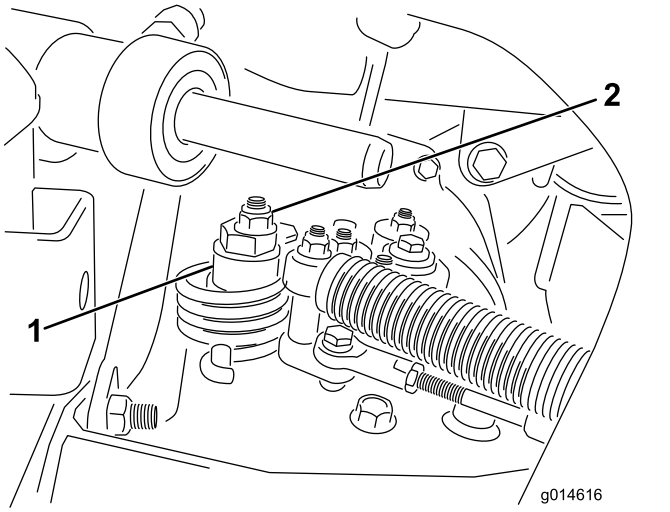

Figure 38
A. Desserrez l'écrou de fixation de l'excentrique en haut de l'hydrostat (Figure 38).
C. Tournez l'excentrique jusqu'à ce que la roue ne tourne plus dans aucune direction. Lorsque la route arrête de tourner, serrez l'écrou pour bloquer l'excentrique et le réglage (Figure 38). Vérifiez le réglage avec la commande d'accélérateur en position BAS RÉGIME, puis HAUT RÉGIME.